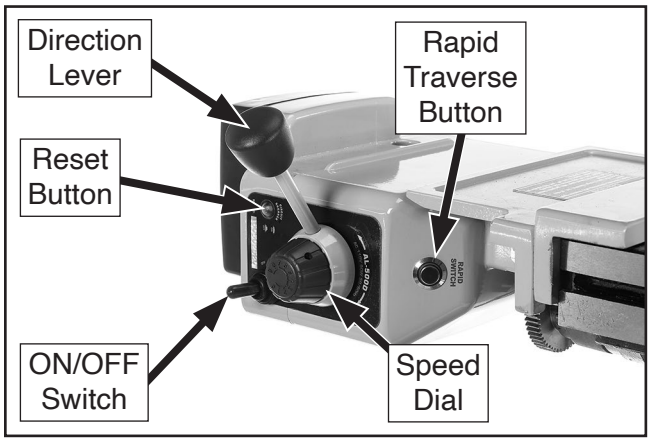

Figure 29. Power feed controls.
4. With your hand poised over ON/OFF switch in case you need to suddenly turn unit ***OFF***, move direction lever (see **Figure 29**) to select direction of table travel.
5. Rotate speed dial clockwise (see **Figure 29**) to slowly bring speed of movement up to desired rate.
To cause table to instantly move at full speed when already in motion, press and hold rapid traverse button (see **Figure 29**). The table will resume previous speed when button is released.